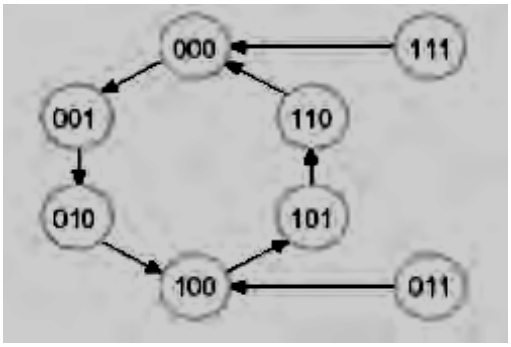

Figure 3
4. Design a synchronous counter of the sequence in Figure 3 using T flip-flop.